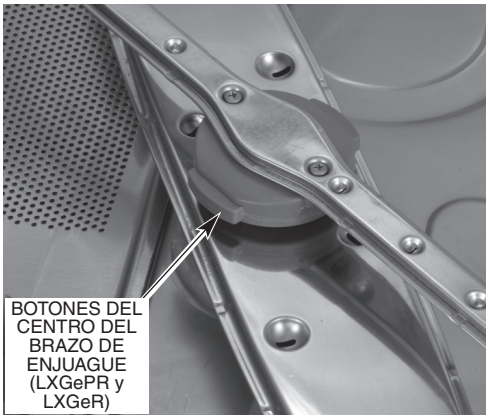

Fig. 8
2. Retire el brazo de enjuague inferior al pulsar los botones ubicados a los lados del concentrador central y despréndalo (Fig. 8). Retire el brazo de lavado inferior al desprender el brazo del eje. Retire los brazos de lavado y enjuague superiores de la misma manera. Retire los coladores de gruesos y finos (consulte las Figs. 6 y 7). Limpie a fondo estos artículos en un fregadero. Retire los residuos de las boquillas de los brazos de lavado y enjuague.